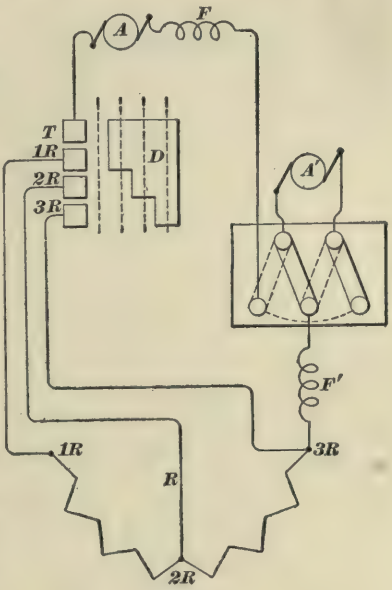

FIG. 38.
**48. Reverse Switch and Controller.**—Fig. 38 shows how a reverse switch may be connected with such a controller; but in actual practice, when these old controllers were in use, it was customary to arrange them to do the